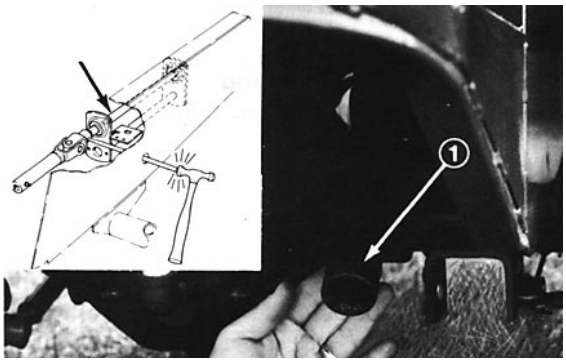

Afbeelding 8
2. Laat de maai-eenheid zakken zodat de zwenkwielen op een horizontaal oppervlak staan. Zorg ervoor dat alle maaihoogte-pinnen in dezelfde positie in de gaten zitten. Verwijder de controleplug (Afb. 8) uit de zijkant van de tandwielkast en controleer het smeeroliepeil. Indien het smeeroliepeil laag is verwijdert u de vuldop bovenop de tandwielkast en vult u SAE 80-90 wt. tandwielolie bij totdat het peil tot aan de bodem van het peilgat staat.
2. Verwijder de (5) wielmoeren en schuif het wiel van de as om toegang te krijgen tot de zijkant van het chassis (Afb. 8).
3. Draai de aftakas rond om het gat in de aftakas uit te lijnen met het gat in het chassis (Afb. 8).
4. Sla de pin met behulp van een drevel en een hameruit de aftakas en de uitgaande as door het toegangsgat in het chassis (Afb. 8).
6. Zet het wiel weer terug met de (5) wielmoeren die u eerder verwijderd hebt. Haal de moeren aan met een moment van 80–109 kPa.